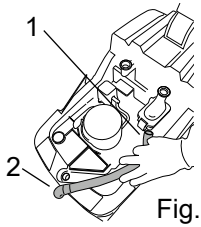

Fig.31
- Detach the hose from the diverter valve (fig. 31, ref. 1) and from the front squeegee (fig. 31, ref. 2).